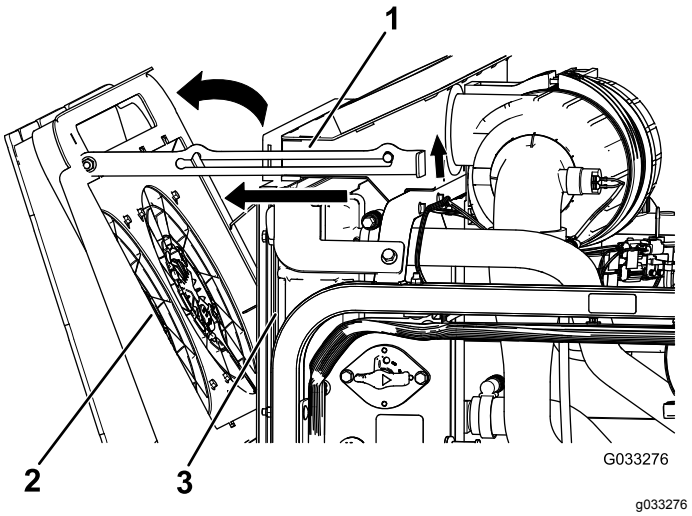

Figur 107
2. Sving motorens kjølevifter bakover av radiatoren og lås støttestangen i hakket (Figur 107).